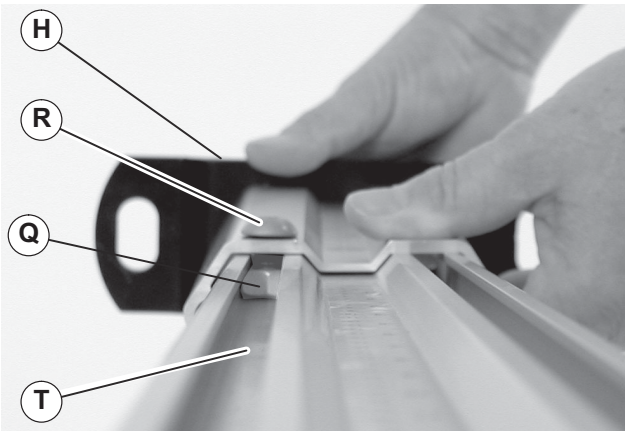

Figure 13
Failure to secure screws (Figure 13, item R) may cause conveyor sections to drop down causing severe injury.
2. Slide (2) hex nuts (Figure 13, item Q) along with boot assembly (H) into outer slots of stand assembly (T). Tighten button screw (R) to 150 in–lb (17 N–m).